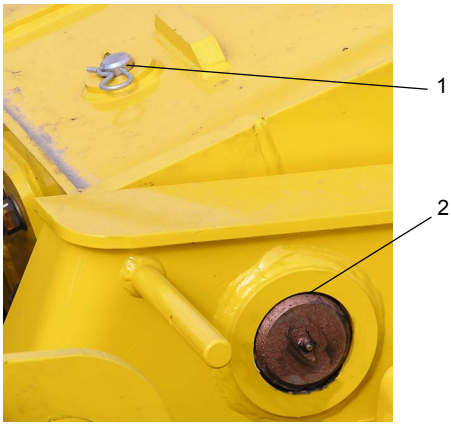

FIGURA 4-6
14. Retire el pasador de pinza y el pasador retenedor (Figura 4-6, 1) que fijan el eje de pivote (Figura 4-6, 2) de la pluma al conjunto de la superestructura.